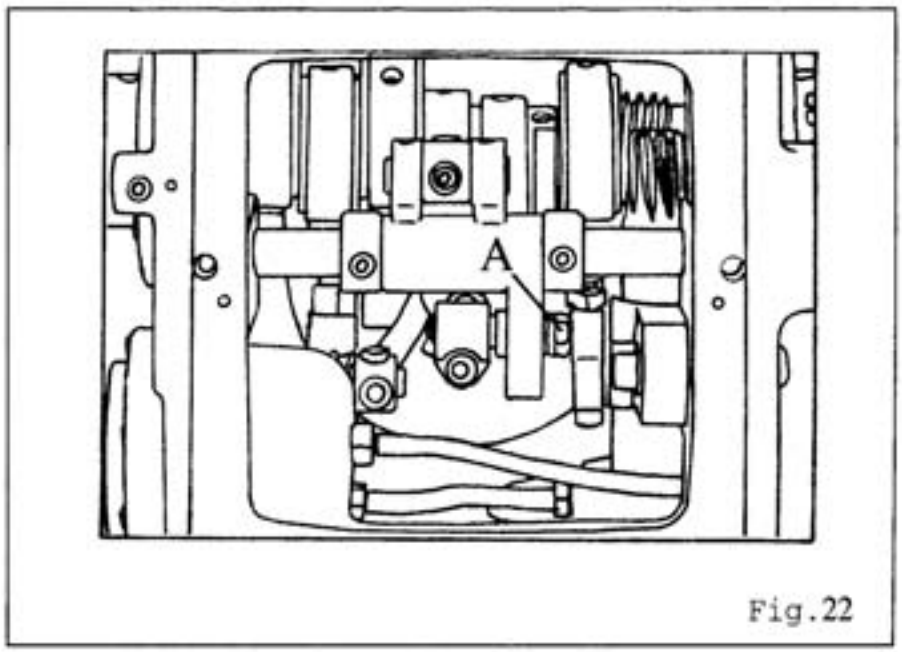

Fig.22
松开下勾针前后移动控制杆上之螺母(A)，将控制杆上、下调动，即可调整击针插到勾针斜面的厚、薄。(图22)
Loosen the nut (A) of Looper Front-Rear Contral Shaft,move the Shaft upward or downward,it could adjust the needle to stick on the Looper thicker or thiner. (Fig 22)